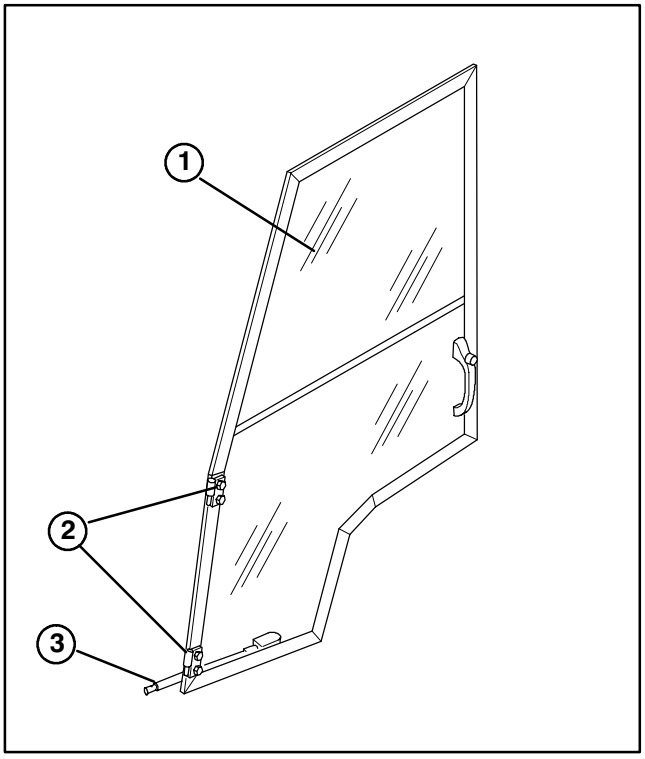

Figure 14
1. Lift door (right or left) and install hinge pins into hinge receptacles on appropriate cab side frame (Fig. 14).
3. Insert rod end of door spring assembly between bracket tabs on cab side frame (Fig. 14).